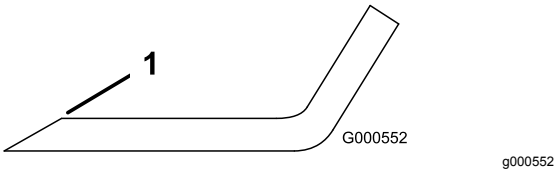

Figuur 103
1. Gebruik een vijl om de snijranden aan beide uiteinden van het mes te slijpen (Figuur 103).
Opmerking: Als het mes niet in balans is, moet u wat metaal afvijlen van het uiteinde van de vleugel (Figuur 103).